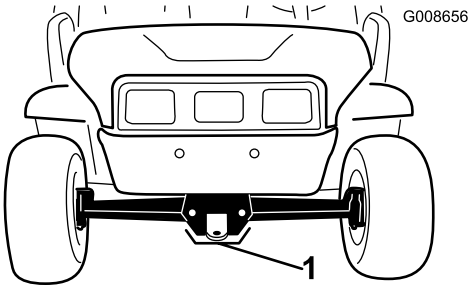

Figuur 25
- Het hefpunt vooraan de machine bevindt zich aan de voorzijde van het frame, achter de sleeplip (Figuur 25).